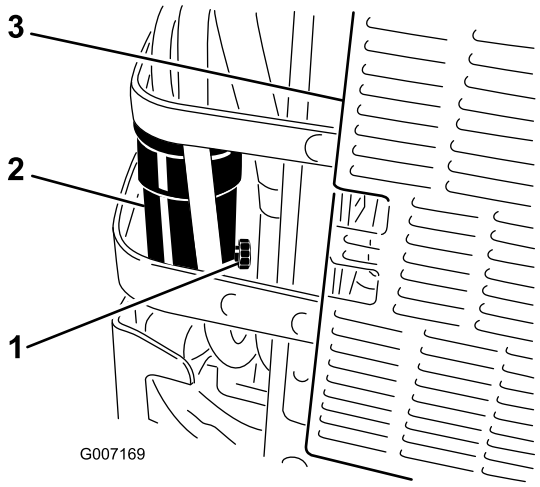

Figur 51
6. Öppna avtappningspluggen på vattenseparatorn ca ett varv och tappa ut vatten och andra föroreningar (Figur 51).
7. Stäng tömningsventilen när det bara är dieselbränsle som rinner ut (Figur 51).